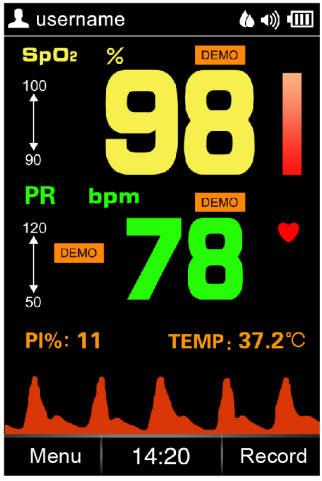

Figura 4.10K Modalità Demo
- Demo: Per accedere alla modalità di dimostrazione, come mostrato nella figura 4.10K.